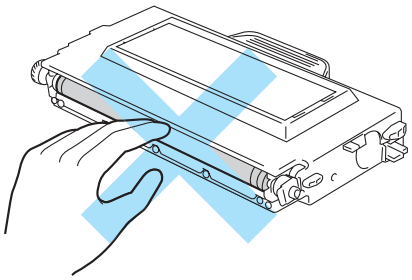

Abbildung 5-3
- Die Tonerkassette muss sofort nach dem Entfernen des Schutzsiegels eingesetzt werden. Berühren Sie die in Abbildung 5-3 schattierten Bereiche nicht, sonst kann die Druckqualität beeinträchtigt werden.